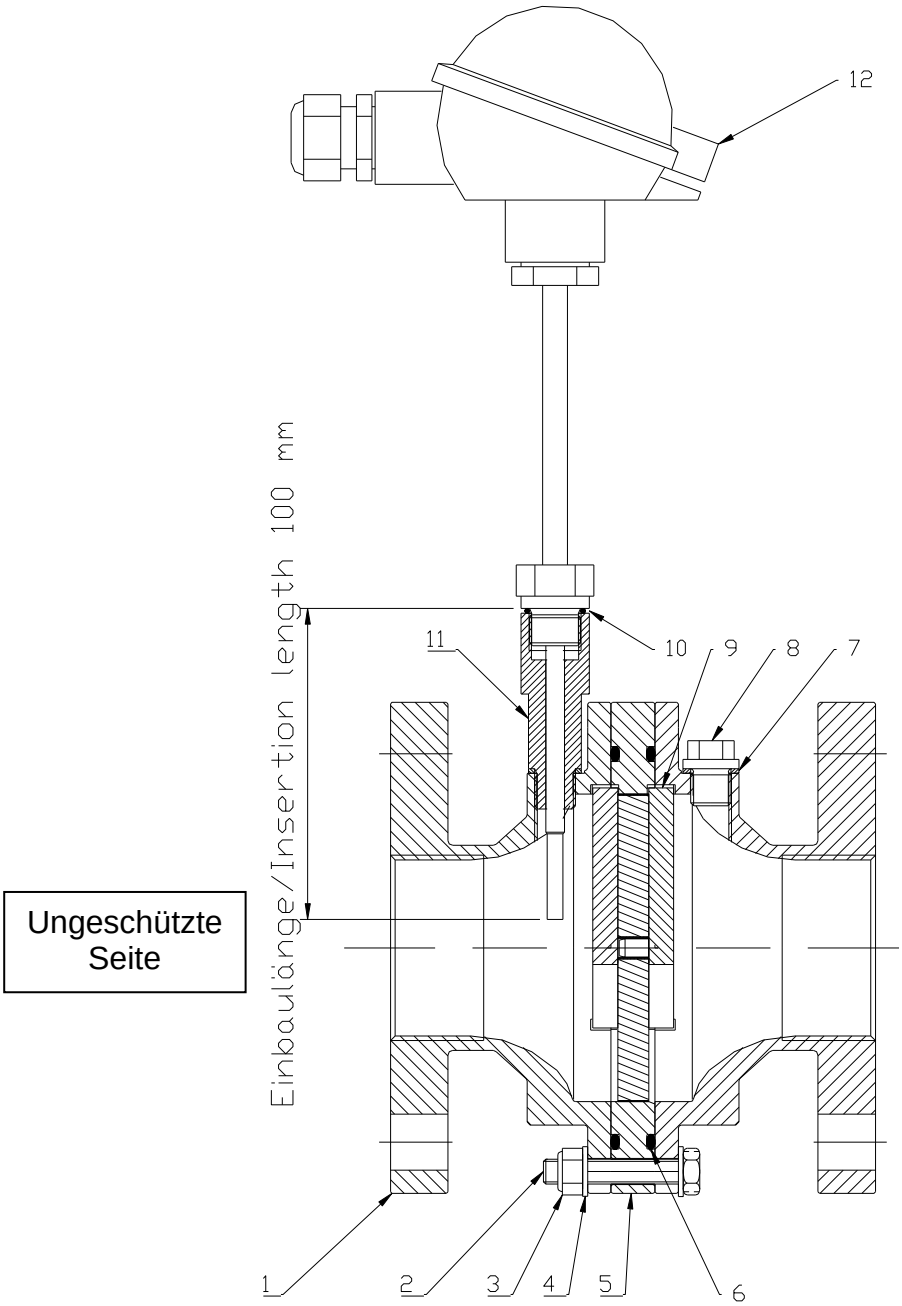

Bild 1
(siehe auch Bild 1)
(siehe Bild 1)
- Bestellnummer (Position siehe **Bild 1)**